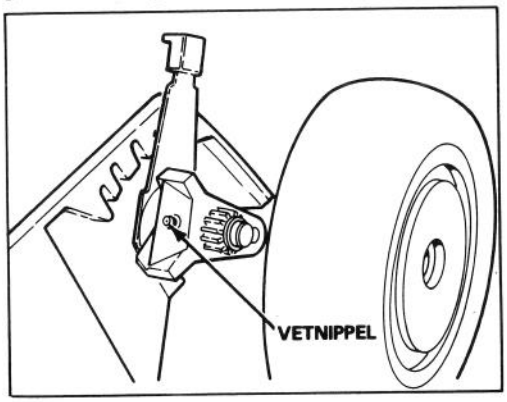

Afbeelding 15
2. SMERING VAN DRAAIPENNEN VAN DE VOORAS (Afb. 15)– Stel de maaihoogte af op 3 inch. Veer vetnippel af met een schone doek. Richt de vetspuit op de vetnippel en pomp zachtjes 2 of 3 keer #2 Multi-Purpose Lithium Base smeerolie. Te hoge druk kan de afsluitingen beschadigen.